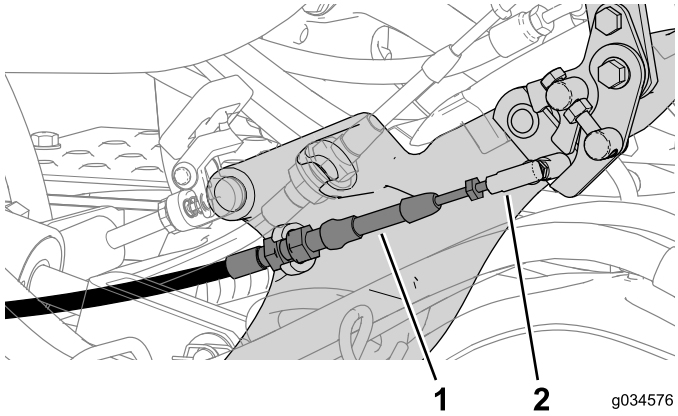

Figure 6
4. Détachez le câble de verrouillage du point mort du connecteur à rotule sur la tige de commande de déplacement (Figure 6).